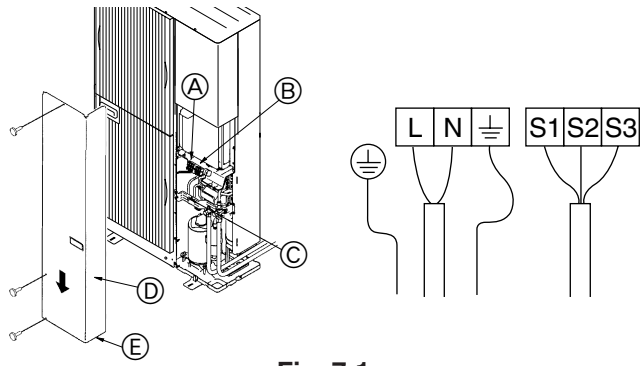

Fig. 7-1
7.1. Außenanlage (Fig. 7-1)
① Die Bedienungsplatte abnehmen.
② Die Kabel gemäß Fig. 7-1 verdrahten.